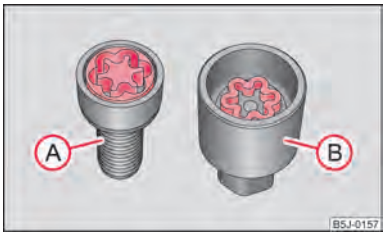

Fig. 145 Immagine: Bullone di sicurezza con adattatore
– Introdurre il lato dentato dell'adattatore Ⓑ nella dentatura interna della testa del bullone Ⓐ ⇒ fig. 145.